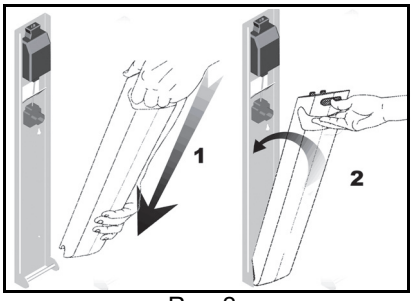

Rys. 2
1) Wprowadzić akumulator do ładowarki i wepchnąć go mocno (patrz Rys. 2).